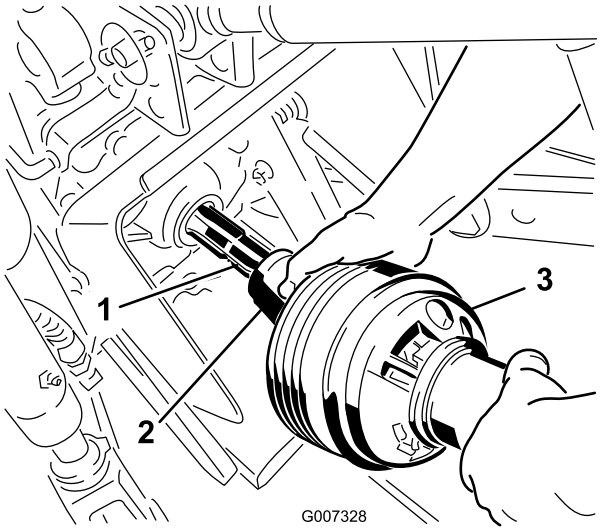

Figur 20
3. Koble kraftuttaksakselen til traktorens kraftuttaksaksel (Figur 20).